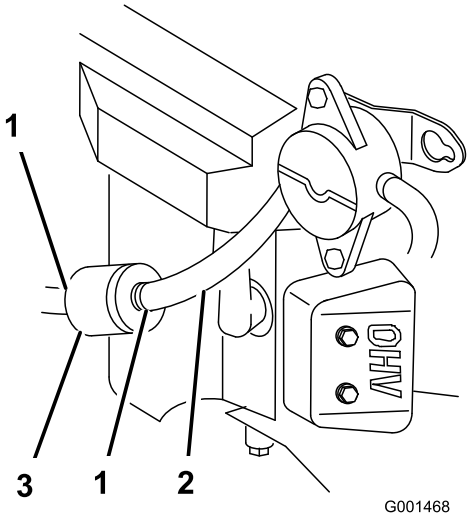

Figura 34
4. Apriete los extremos de las abrazaderas y deslícelas por el tubo alejándolas del filtro (Figura 34).